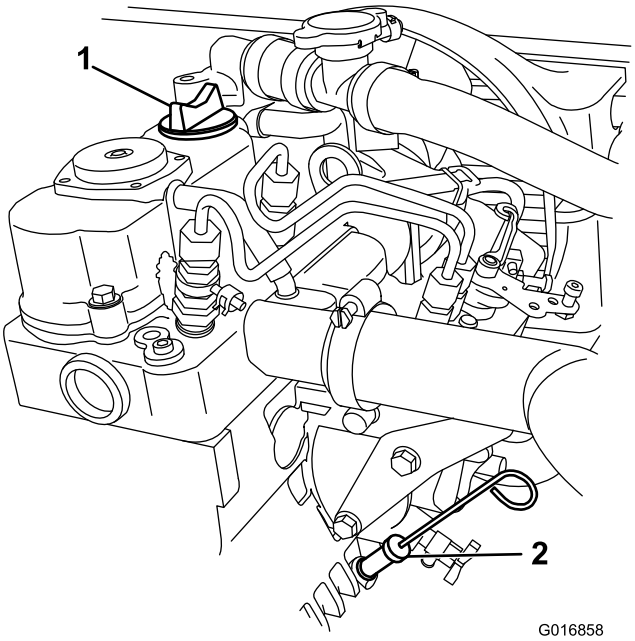

Rysunek 17
3. Oczyść szmatką obszar wokół prętowego wskaźnika oleju (Rysunek 17), aby brud nie wpadł do otworu wskaźnika i nie uszkodził silnika.
5. Wsuń do oporu wskaźnik poziomu oleju do otworu wskaźnika (Rysunek 17).
6. Wyjmij wskaźnik poziomu oleju i sprawdź końcówkę (Rysunek 17).
7. Włóż wskaźnik poziomu oleju na swoje miejsce i dociśnij go (Rysunek 17).